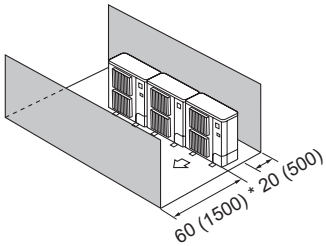

Fig. 2-15
④ Obstacles à l'avant et à l'arrière (Fig. 2-15)